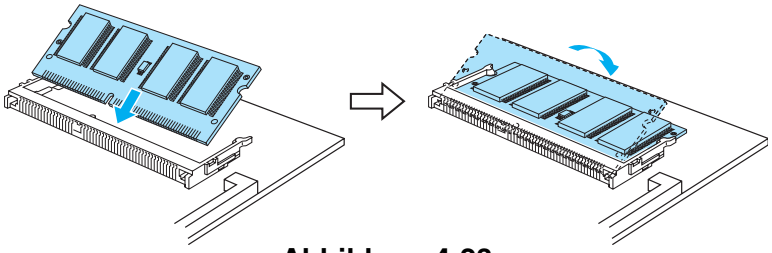

Abbildung 4-23
4. Drücken Sie **Set**, um eine Liste der verfügbaren Schriften zu drucken (Abbildung 4-23).